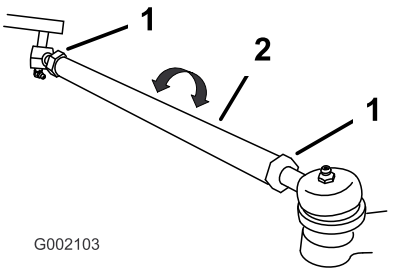

Figur 39
2. Hvis målingen ikke falder inden for de specificerede mål (læs om dimensioner og parametre i begyndelsen af denne procedure), skal kontramøtrikkerne løsnes i begge ender af forbindelsesstængerne (Figur 39).